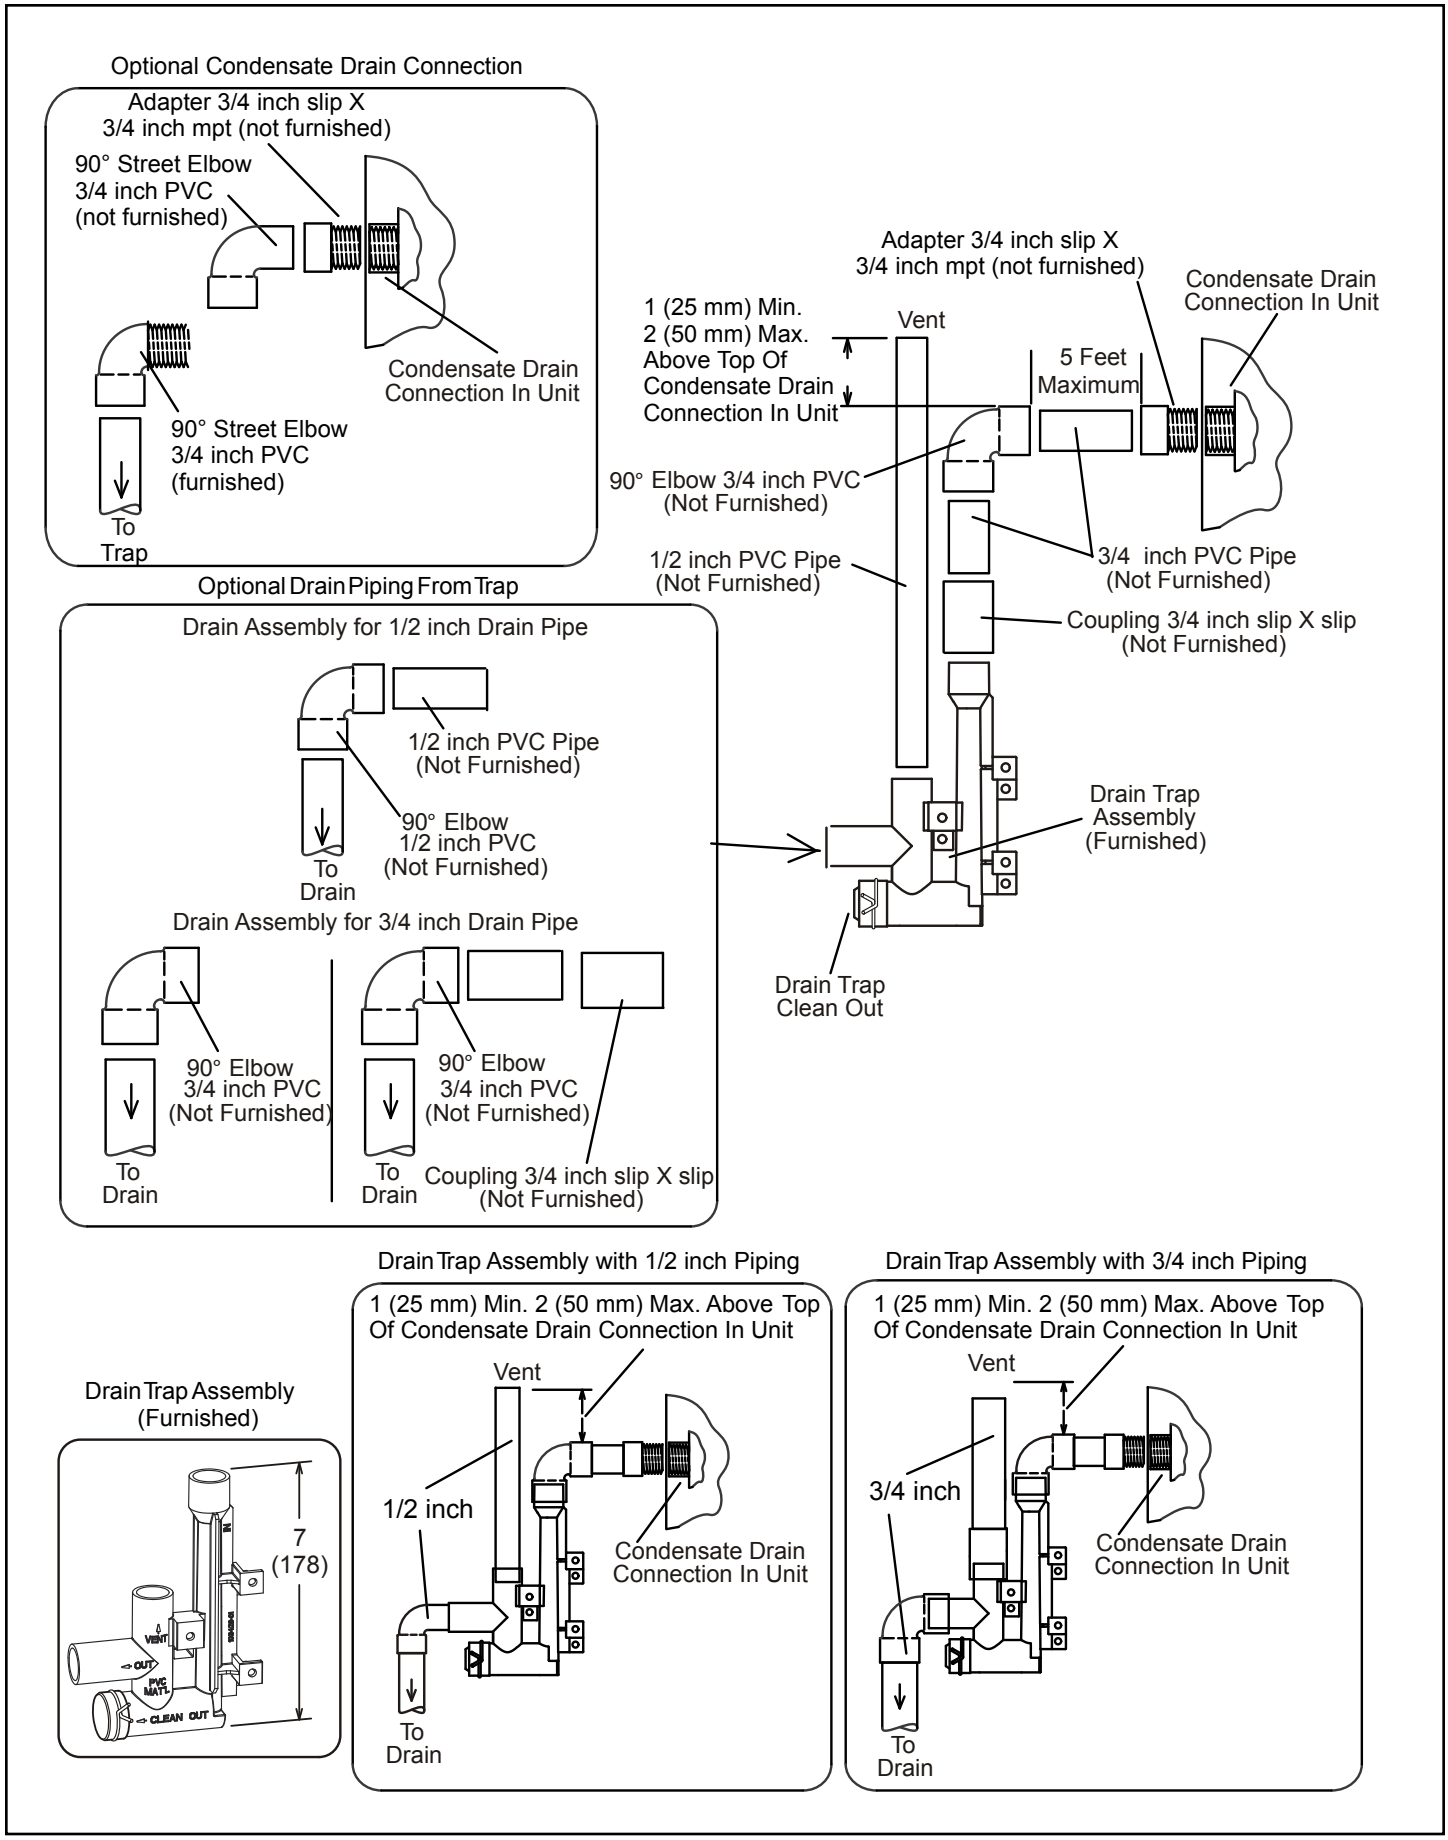

Figure 41. Trap / Drain Assembly Using 1/2” PVC or 3/4” PVC
3. Install the cap over the clean out opening at the base of the trap. Secure with clamp. See Figure 41.